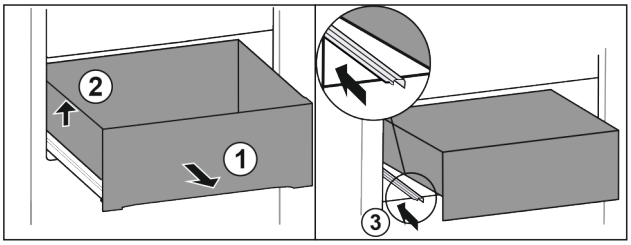

Fig. 74
▶ Pull out drawer as far as it will go. *Fig. 74 (1)*
▶ Lift drawer on the left. *Fig. 74 (2)*
▶ Insert left rail. *Fig. 74 (3)*